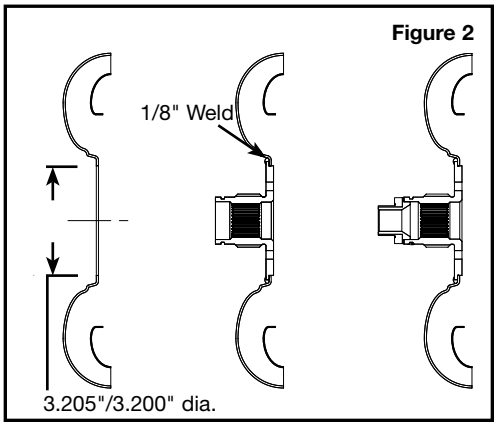

Figure 2
2. Turbine Assembly (see figure 2)